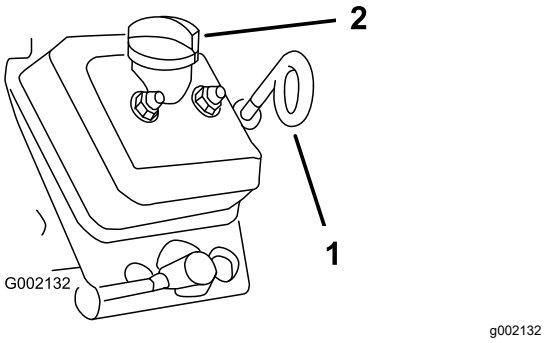

Figura 35
5. Utilice un trapo para limpiar la zona alrededor de la varilla de aceite y el tapón de llenado (Figura 35) para impedir que caiga suciedad por el tubo/cuello de llenado de aceite y cause daños en el motor.
6. Retire la varilla de aceite y limpie el extremo (Figura 35).
7. Introduzca la varilla de aceite a fondo en el tubo (Figura 35).
10. Instale el tapón de llenado (Figura 35).
11. Instale la varilla de aceite y asiéntela firmemente (Figura 35).